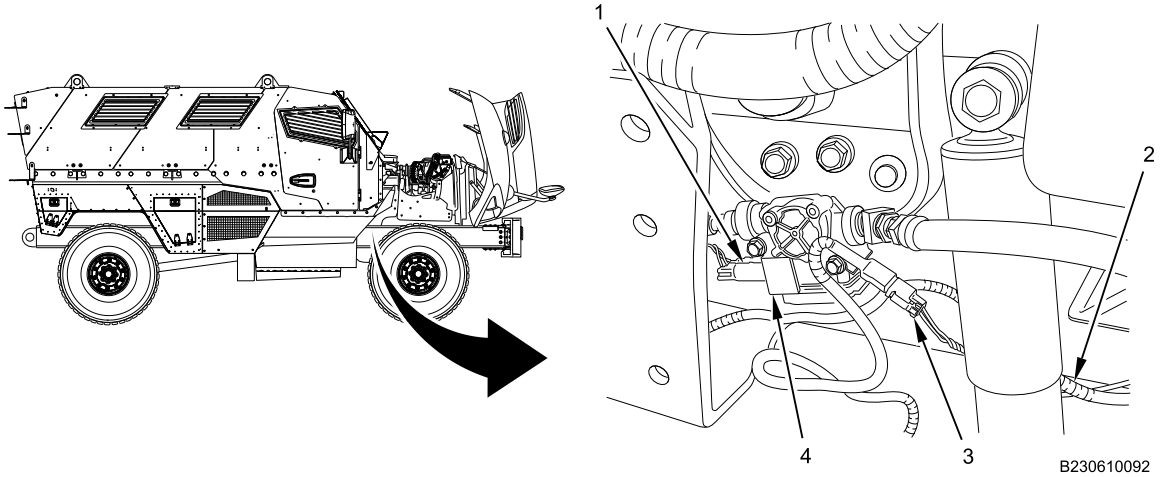

Figure 13. Right ABS Modulator Connections.
22. Disconnect three-pin connector (Figure 13, Item 4) from right ABS modulator (Figure 13, Item 3).
23. Disconnect two-pin connector (Figure 13, Item 2) from forward chassis harness (Figure 13, Item 1).